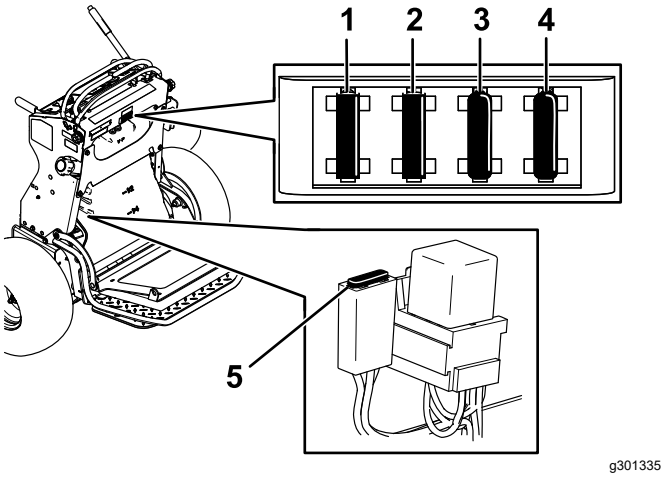

Figura 51
5. Retire el fusible y cámbielo (Figura 51).